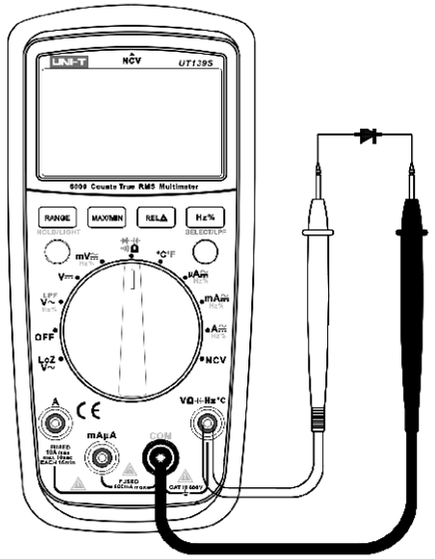

Figure 5
4.Diode measurement (see figure 5)